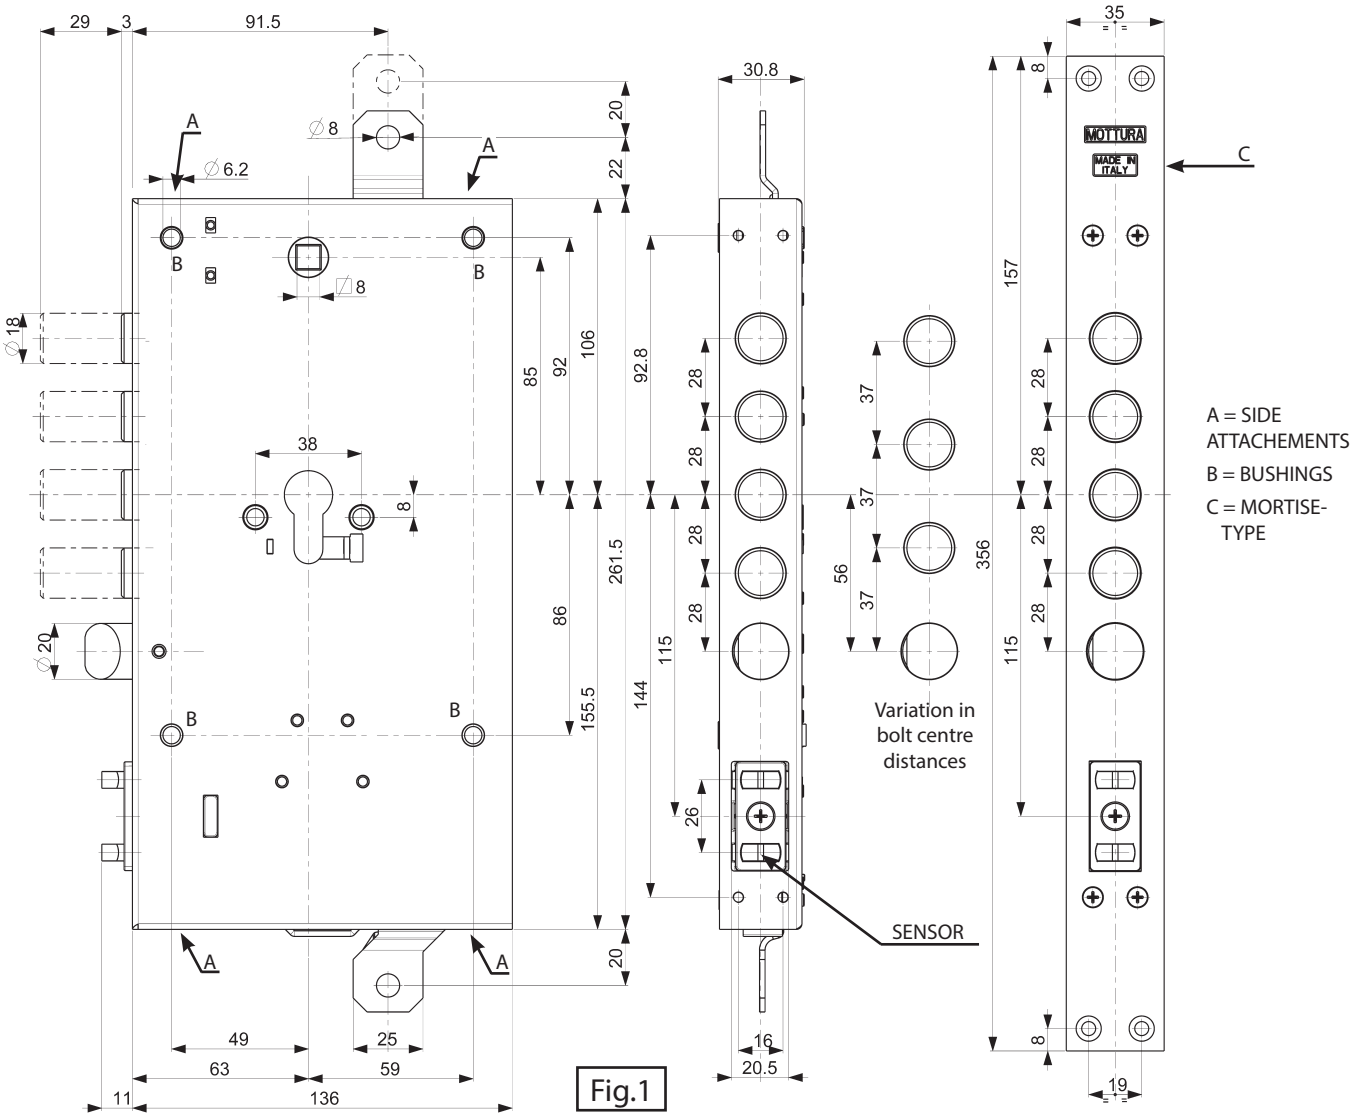

Fig.1
Fix the lock to the door structure by using all of the fasteners: side attachments (A), bushings (B) or mortise-type (C) (Fig. 1). In order to work correctly, the lock should be fixed in a vertical position. The lock may not work properly if installed or used in a different position. For correct operation of the lock, the spring latch must be able to protrude freely without frictioning when the door is open or closed.